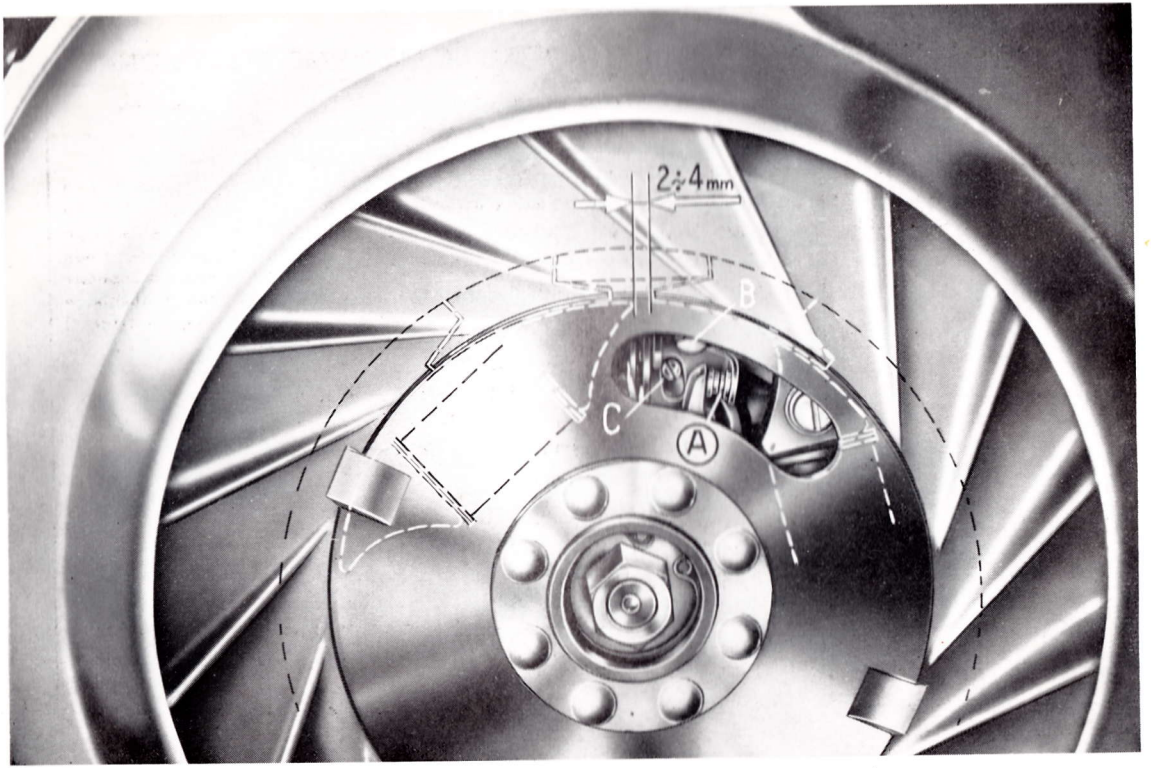

Fig. 17 - Operazioni per il controllo della « fasatura magnetica » del volano.
3) - Pulire, e se necessario registrare, le puntine platinate del ruttore (fig. 17).